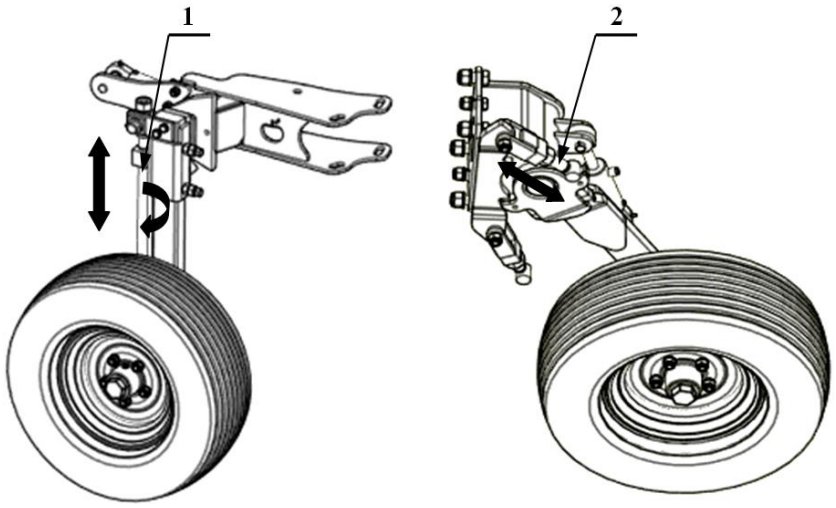

Rysunek: 18
- Do regulacji głębokości służą śruby regulacyjne **1, 2** (*Rys. 18*)